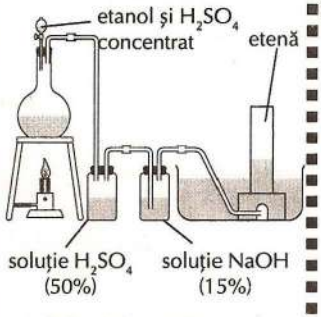

Fig. 9. Pentru obţinerea etenei se utilizează instalaţia în care se încălzeşte etanol cu exces de H_2SO_4 conc. şi material poros (nisip sau $Al_2(SO_4)_3$).
(1) Obținerea etenei din etanol (în absența unei alte alchene în laborator). Se realizează instalația din fig. 9. Într-un balon se introduce prin picurare un amestec format din **5mL etanol și 15mL H_2SO_4 concentrat** (atenție la dizolvarea H_2SO_4). Pentru omogenizarea amestecului, se adaugă o jumătate de spatulă de nisip sau sulfat de aluminiu anhidru. Tubul de sticlă pentru ieșirea gazului degajat trece prin dopul cu care este astupat gâtul balonului și este legat printr-un cauciuc de două vase spălătoare pentru a purifica etena: primul conține sol. H_2SO_4 (50%) și al doilea soluție de NaOH (15%). Balonul se încălzește